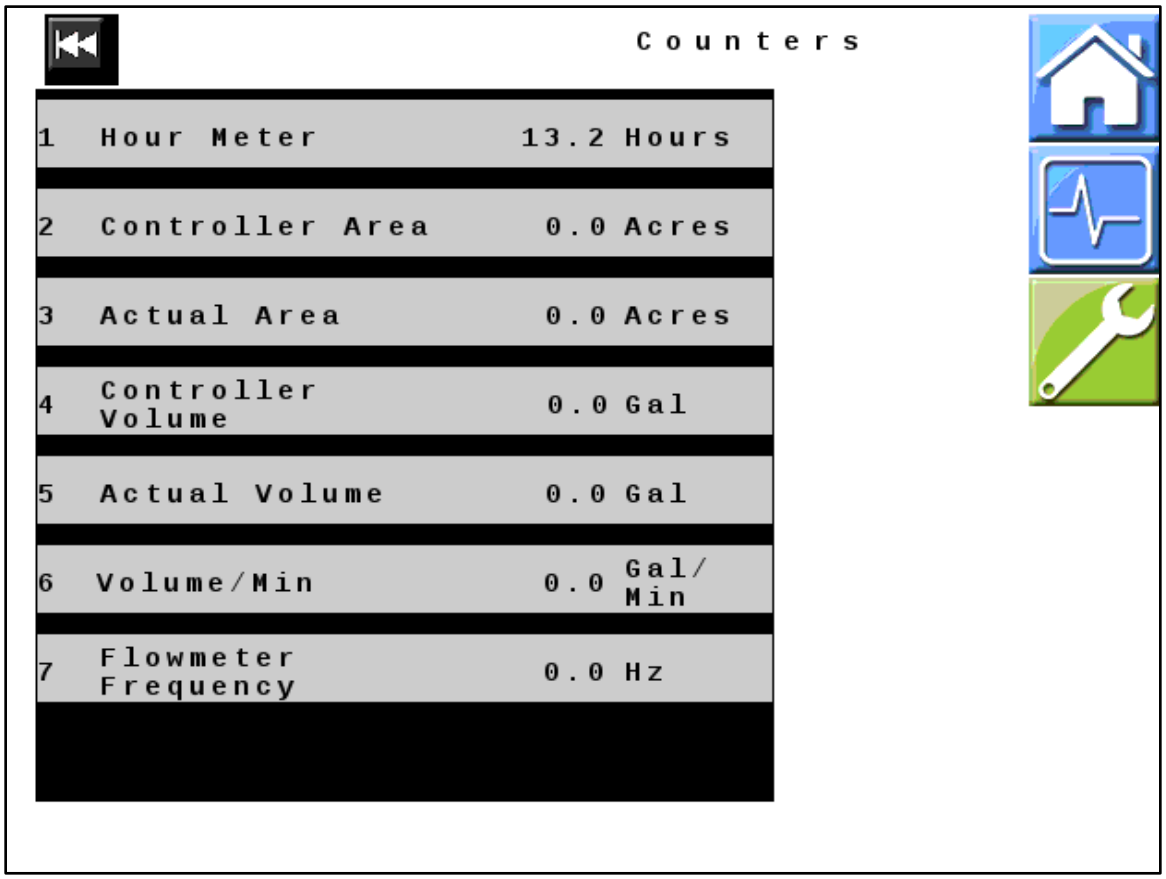

Figure 9 — Counters
16. *Figure 9:* Verify that the data displayed in these fields on your unit correctly matches your machine's specifications.